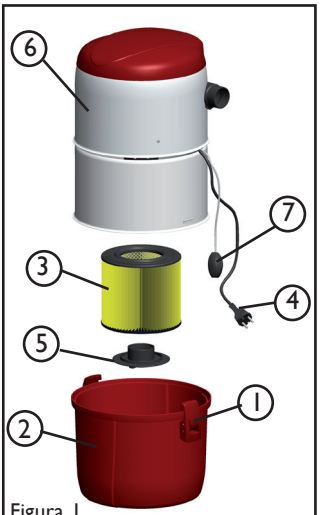

Figura 1
2.2 MANTENIMIENTO DEL FILTRO [FIGURA 1]
El interior de la carcasa del motor de la unidad central no contiene componentes que deban ser mantenidos por el usuario (figura 1: 7). Recomendamos que la necesidad de mantenimiento y sustitución de la turbina del motor eléctrico y de otras piezas del interior de la carcasa del motor sea estimada por un servicio técnico autorizado de Allaway tras aproximadamente 600 horas de uso, lo que corresponde a aproximadamente 8 años si el dispositivo se utiliza en promedio una hora y media por semana.
- Compruebe que el conector de bajo voltaje [figura 1;7] esté conectado correctamente a su conector correspondiente en el soporte de pared de la unidad central.
- Compruebe si es posible poner en marcha la unidad central con el conector de bajo voltaje [figura 1;7] de la unidad central, cerrando el circuito de puesta en marcha con un fragmento de hilo metálico.
- Una vez localizada la obstrucción, desconecte la unidad central y compruebe que no haya obstrucciones en las mangueras de acople. A continuación, utilice el casquillo de la manguera de succión para conectar el acople del lado de succión a una toma de pared a lo largo del tramo bloqueado [o a la toma de pared más cercana a la obstrucción, si la obstrucción se encuentra en la tubería central]. Ponga en marcha la unidad central con el conector de bajo voltaje [figura 1;7], utilizando un fragmento de hilo metálico, y a continuación vaya al lugar en el que está montada normalmente la unidad central. Cierre y abra la abertura del tubo de succión con la mano para enviar golpes de vacío hacia el tubo obstruido. Si la obstrucción no se ha desprendido en 10-15 segundos, desconecte la unidad central de la toma de pared para que la turbina reciba aire entretanto y que no se sobrecaliente. Repita el proceso tras aproximadamente un minuto.
La válvula de derivación debe permanecer bloqueada durante la inspección, utilizando para ello un fragmento de cartón, por ejemplo [figura 2]. Ponga en marcha la unidad central con todas las tomas de pared cerradas, colocando para ello un fragmento de hilo metálico en el conector de bajo voltaje [figura 1;7]. Si sigue saliendo aire del tubo de salida tras aproximadamente 10 segundos, quiere decir que hay una fuga en el sistema de tuberías. Es necesario localizar y reparar la fuga. No mantenga en marcha la unidad más de 20 segundos con todas las tomas de pared cerradas. Si la instalación es totalmente hermética, la turbina no recibe aire, por lo que se recalienta y puede sufrir daños.